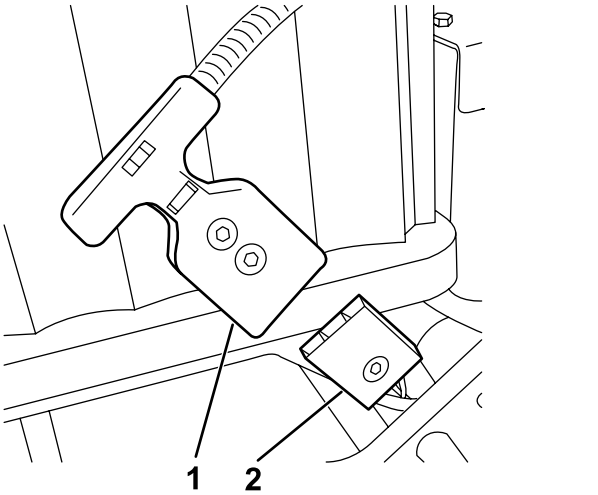

Figure 2
6. Disconnect the T-handle connector of the battery adapter wire harness from the P04 connector of the battery wire harness (Figure 2).